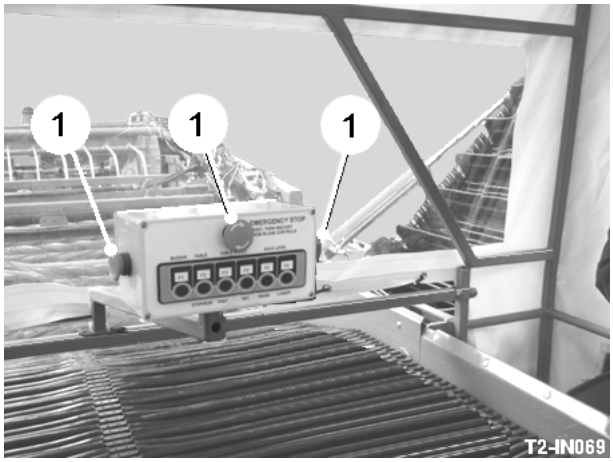

Fig 9
An emergency stop button is present on all screens and mechanical stop buttons (item 1, fig 9) are mounted at the rear of the harvester. When any of the buttons are activated, all harvester functions are stopped.
When a harvester stop button (item 1, fig 9) is pressed, all harvester functions stop and the terminal screen 'freezes'. To restart, reset the emergency stop button and then press and hold the start button (item 2, fig 6) for 3 seconds.